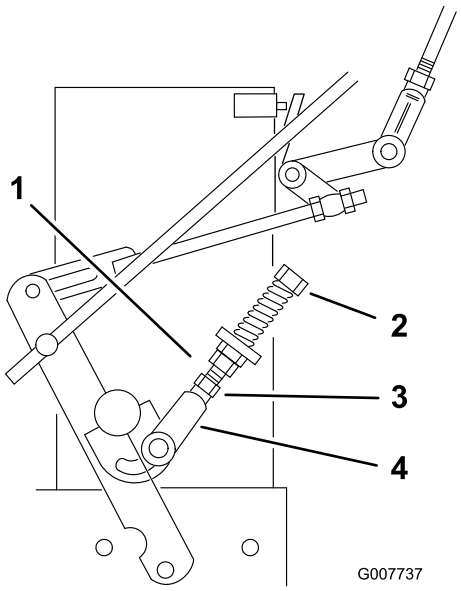

Figura 31
9. Se a roda rodar enquanto segura a alavanca da transmissão em neutro, as ligações de controlo neutro precisam de ser ajustadas (Figura 31). Se a roda parar, vá para o passo 12.
10. Desaperte a porca junto da forquilha da ligação de controlo neutro (Figura 31).
11. Ajuste a ligação de controlo neutro até a respetiva roda propulsora parar enquanto a alavanca da transmissão é puxada contra a mola neutra (posição neutra) (Figura 31).
1/4 de volta no sentido contrário ao dos ponteiros do relógio, se a roda rodar para a frente (Figura 31).